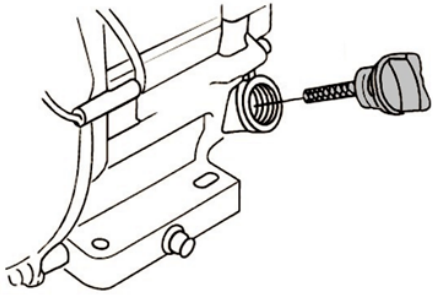

Рис. 26 Крышка-щуп маслозаливной горловины
2. Открутите крышку-щуп маслозаливной горловины и извлеките щуп (Рис. 26).
2. Выкрутите крышку-щуп маслозаливной горловины и извлеките щуп (Рис. 26).